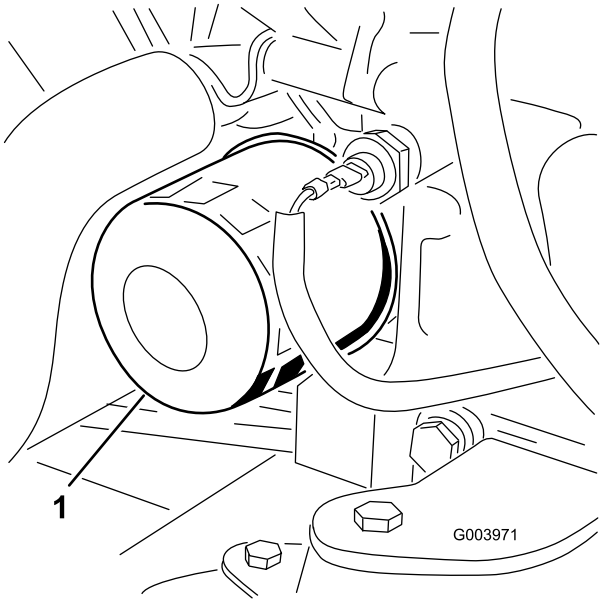

Figur 52
3. Fjern oliefilteret (Figur 52).